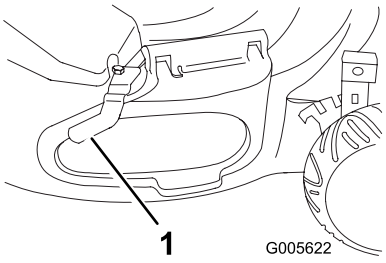

Figur 26
1. Ta bort bulten och sidokåpans klämma, och sätt sedan tillbaka bulten i hålet och spara klämman för framtida bruk (Figur 26).